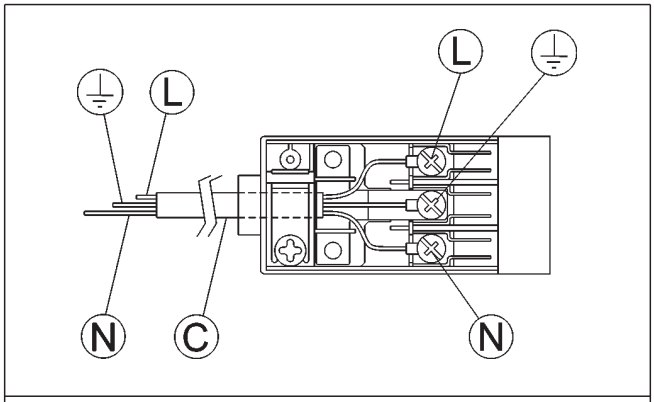

FIG. 11
- montera en standardstickkontakt (om sådan saknas) som är lämplig för belastningen som anges på märketiketten till matningskabeln “C” (se fig. 11).
- Anslut trådarna enligt schemat i fig. 11. Respektera respektive anslutningar som beskrivs nedan: